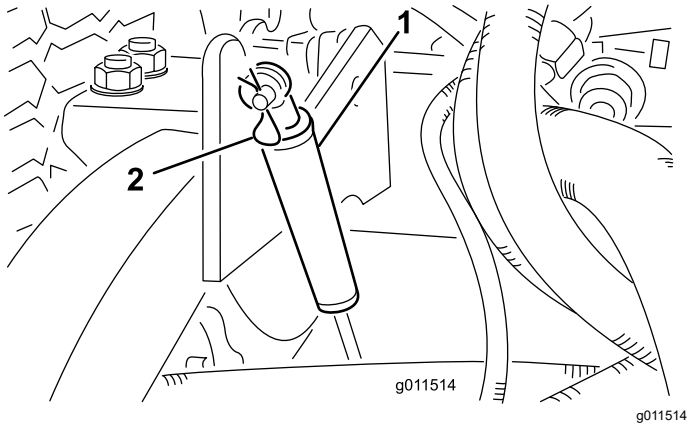

Figur 121
2. Ta bort den hårnålssprint som håller fast dämparna på lyftarmarna (Figur 121).